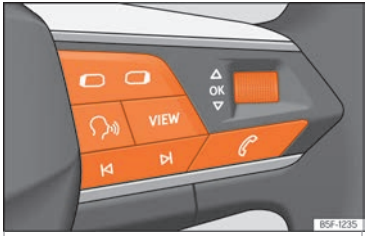

Fig. 62 Partie droite du volant multifonction : touches permettant d'utiliser les menus et les messages d'information du combiné d'instruments.
Lorsqu'un message d'avertissement de priorité 1 ››› page 80 s'affiche, aucun menu n'est accessible. Certaines alertes peuvent être confirmées et masquées en appuyant sur la touche OK du volant multifonction ››› fig. 62.
- Si le système affiche un message ou le pictogramme d'un véhicule : appuyez sur la touche OK ››› fig. 62 plusieurs fois si nécessaire.
- Pour changer de menu, utilisez les touches ▭ ou ▭ ››› fig. 62.
- Pour ouvrir le menu ou le message d'information affiché, appuyez sur la touche OK ››› fig. 62 ou patientez quelques secondes jusqu'à ce que le menu ou le message d'information s'ouvre automatiquement.
- Dans le menu affiché, faites tourner la molette droite du volant multifonction ››› fig. 62 jusqu'à ce que l'option de menu désirée soit sélectionnée. L'option s'affiche en surbrillance.
- Appuyez sur la touche OK ››› fig. 62 pour réaliser les modifications désirées. Une marque indique l'activation de la fonction ou du système concerné.
Appuyez sur la touche ▭ ou ▭ ››› fig. 62.